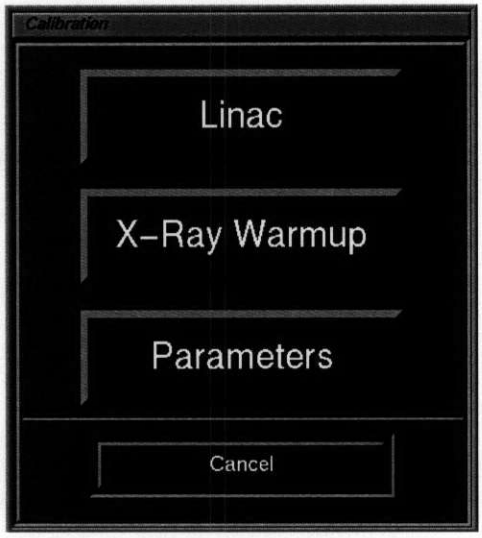

**Figure 11 Calibration screen**
**Step 1.** From the system menu, click **Physics**. The Calibration screen appears (*Figure 11 Calibration screen, page 11*). If the system is fully powered up, the **TUBE WARMUP** button is enabled.